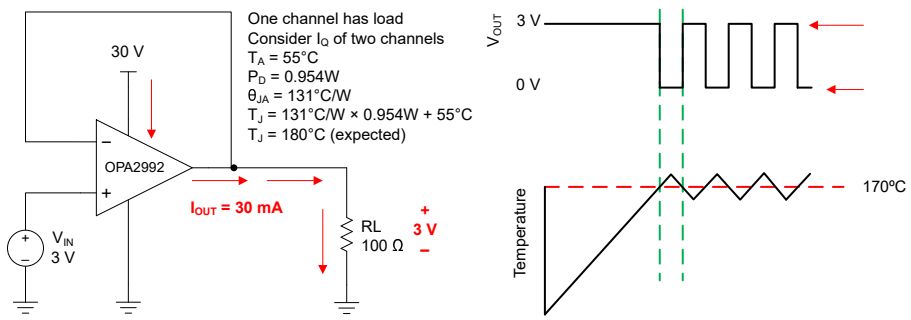

Figure 6-4. Thermal Protection
The internal power dissipation of any amplifier causes its internal (junction) temperature to rise. This phenomenon is called *self heating*. The absolute maximum junction temperature of the OPAx992 is 150°C. Exceeding this temperature causes damage to the device. The OPAx992 has a thermal protection feature that reduces damage from self heating. The protection works by monitoring the temperature of the device and turning off the op amp output drive for temperatures above 170°C. Figure 6-4 shows an application example for the OPA2992 that has significant self heating because of its power dissipation (0.954 W). In this example, both channels have a quiescent power dissipation while one of the channels has a significant load. Thermal calculations indicate that for an ambient temperature of 55°C, the device junction temperature reaches 180°C. The actual device, however, turns off the output drive to recover towards a safe junction temperature. Figure 6-4 shows how the circuit behaves during thermal protection. During normal operation, the device acts as a buffer so the output is 3V. When self heating causes the device junction temperature to increase above the internal limit, the thermal protection forces the output to a high-impedance state and the output is pulled to ground through resistor R_L. If the condition that caused excessive power dissipation is not removed, the amplifier will oscillate between a shutdown and enabled state until the output fault is corrected. Please note that thermal performance can vary greatly depending on the package selected and the PCB layout design. This example uses the thermal performance of the SOIC (8) package.